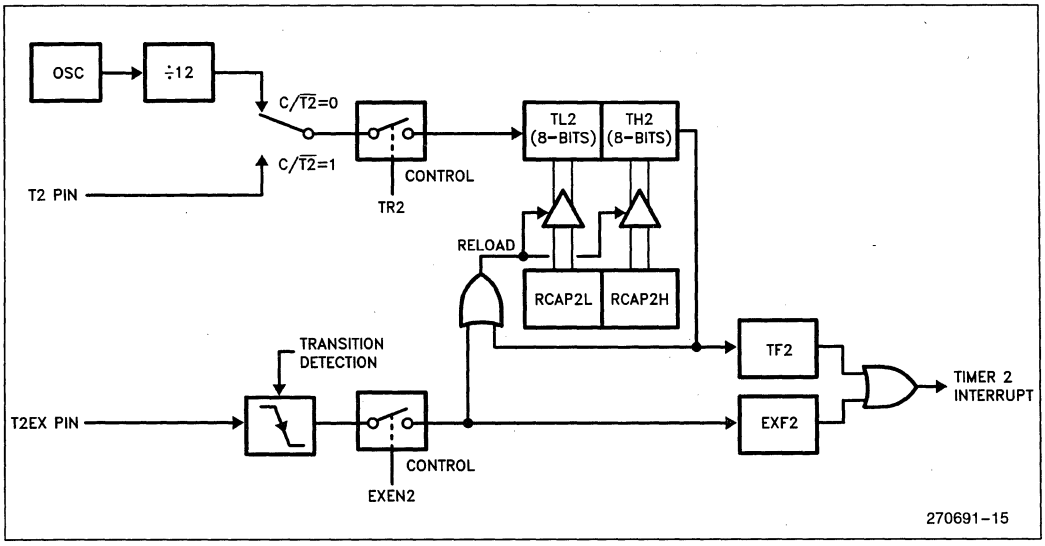

Figure 11. Timer 2 Auto Reload Mode (DCEN = 0)
In the auto-reload mode there are again two options, which are selected by bit EXEN2 in T2CON. If EXEN2 = 0, then when Timer 2 rolls over it not only sets TF2 but also causes the Timer 2 registers to be reloaded with the 16-bit value in registers RCAP2L and RCAP2H, which are preset by software. If EXEN2 = 1, then Timer 2 still does the above, but with the added feature that a 1-to-0 transition at external input T2EX will also trigger the 16-bit reload and set EXF2. The auto-reload mode is illustrated in Figure 11.
The Special Function Register T2MOD contains a bit named DCEN (Down Counter Enable). T2MOD is shown in Table 11. When this bit is clear (0), the Timer 2 Auto-Reload Mode is in the Auto-Reload Mode. Figure 11 shows Timer 2 in Auto-Reload Mode with DCEN = 0.